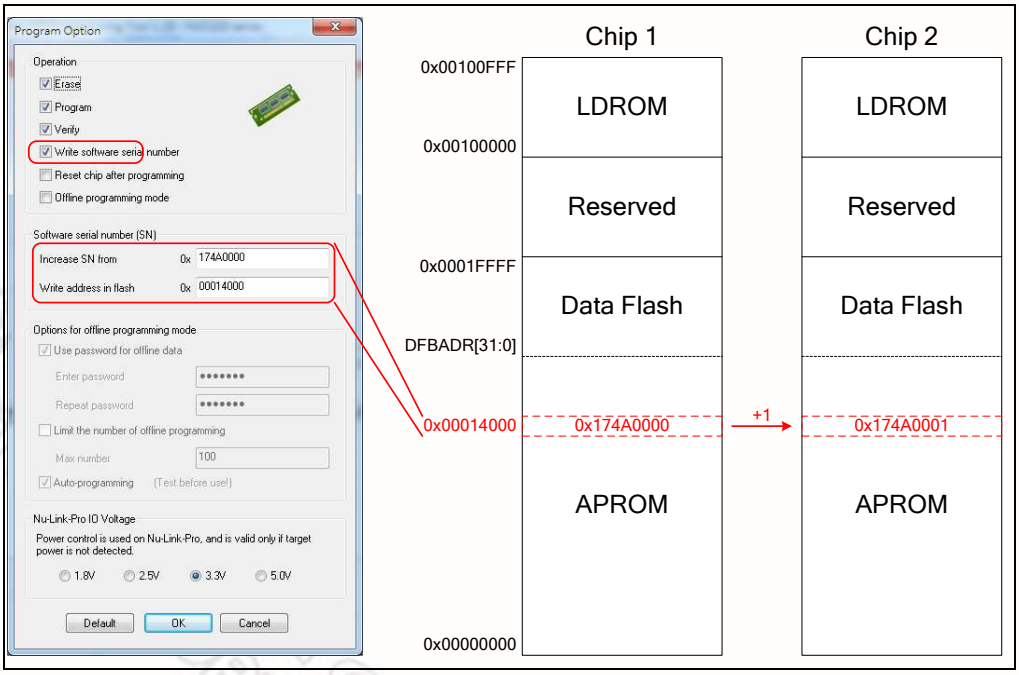

Figure 3-7 Software Serial Number (SN) Settings
3.2.3 Software Serial Number (SN)
The Software Serial Number (SN) function provided by the ICP Tool enables users to specify the value in the "**Increase SN from**" and "**Write address in flash**" fields for the target chip during online/offline programming. Take the NUC140VE3CN chip for example, the user can specify a set of "Increased Serial Number (SN)" and "Write Address" to any of APROM, LDROM, and Data Flash, and the written Serial Number (SN) will be automatically incremented (as shown in Figure 3-7).